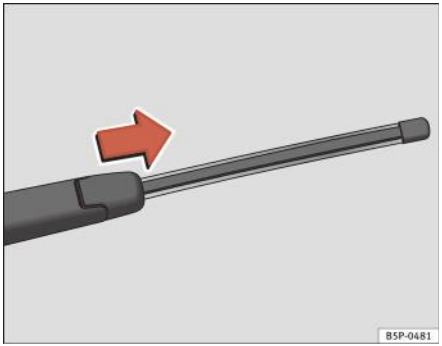

Fig. 168 Scoaterea lamei ştergătorului de lunetă
– Ridicaţi braţul ştergătorului de pe geam ⇒ fig. 168
– Glisaţi adaptorul lamei în sensul săgeţii şi scoateţi lama ⇒ fig. 168.